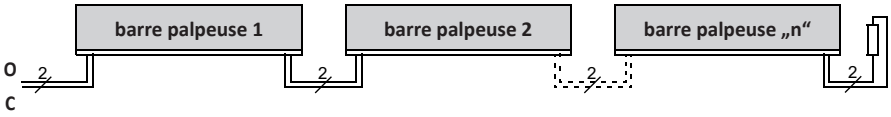

Figure 2 : Câblage de plusieurs barres palpeuses
8.2 Raccordement de plusieurs barres palpeuses par circuit de signal (figure 2)
Un ou plusieurs barres palpeuses peuvent être raccordés sur l'entrée d'émetteur de signaux ***O*** ou ***C***. Pour cela, les barres palpeuses individuels sont montés en série comme illustré (figure 2).